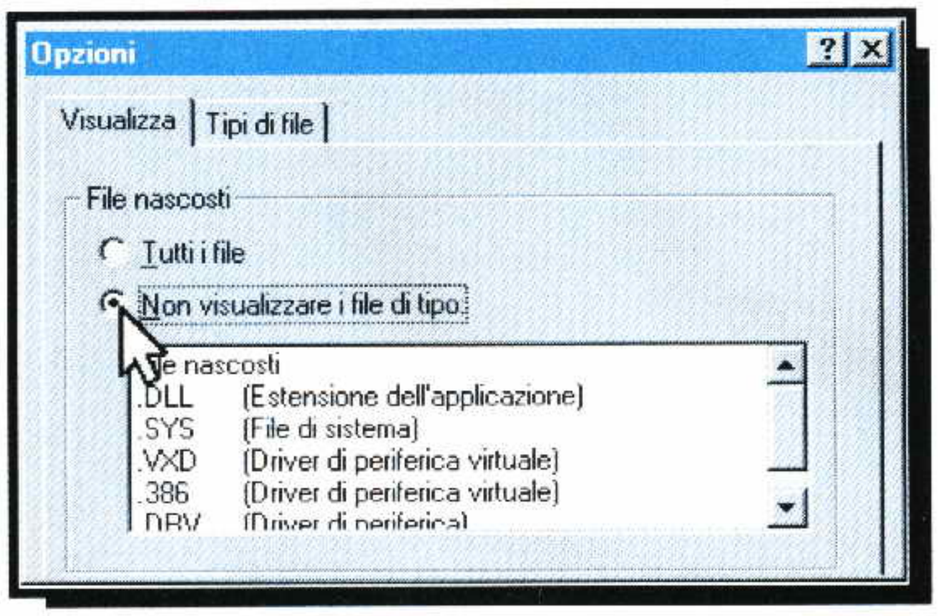

Fig. 23
– Nella finestra di dialogo che appare ripristinate la condizione di file nascosti cliccando sul cerchietto, quindi uscite cliccando su **OK** (vedi fig.23).